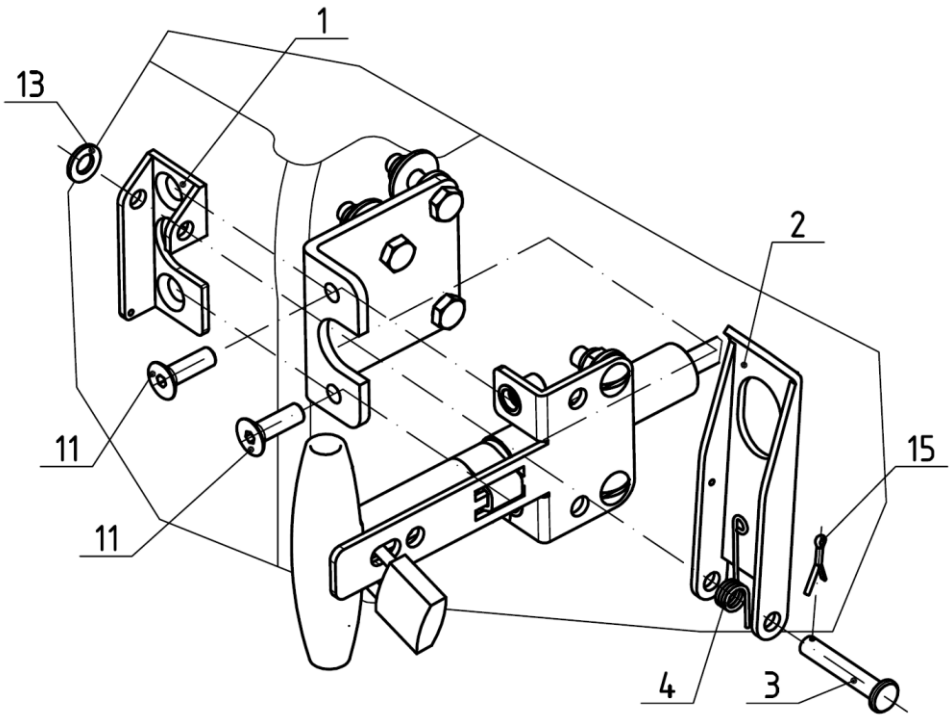

Figure 14
4.5. Attach the EPS actuator together with the protector console [1] to the console [5] using bolts [11]. Put the protector [2] with a spring [4] on the protector console [1], attach them using pin [3], washer [13] and split pin [15] (Figure 14).